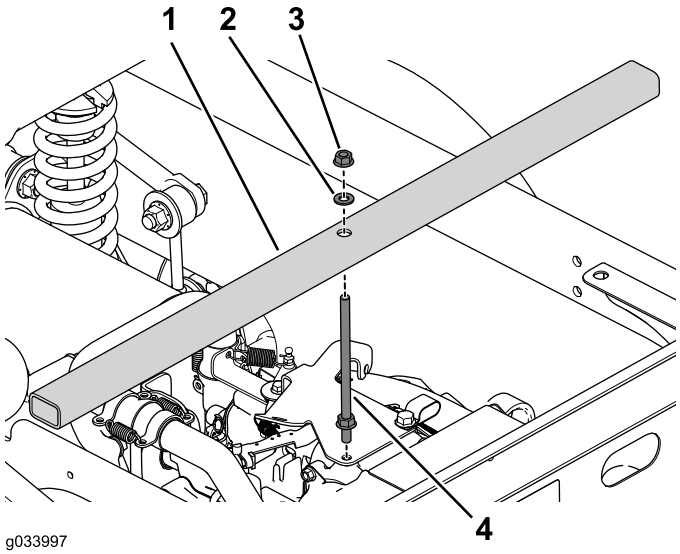

Figure 13
1. Remove flange bolt on the throttle bracket (Figure 13).
2. Use the 2 flange nuts, washer, and thread rod to install the bridge support to the engine (Figure 13).